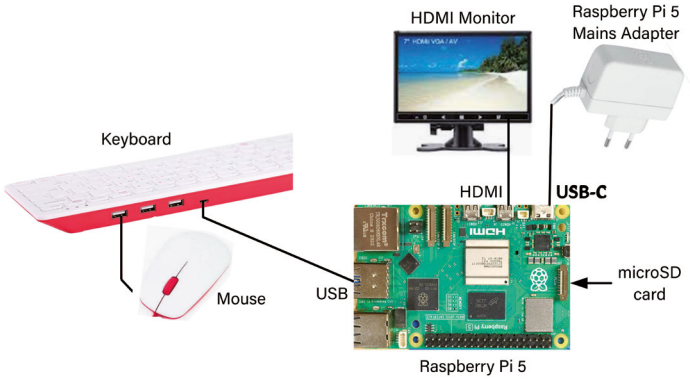

Figure 10.34 The author's Raspberry Pi 5 setup. The mouse connects to the keyboard, but it can also be connected to the Raspberry Pi directly.
The pre-installed Raspberry Pi operating system is available in various microSD cards sizes. In this section, we will use a 32 GB microSD card. Additionally, an HDMI-compatible monitor, a keyboard, and a mouse are needed. The author's hardware setup is shown in Figure 10.34.
- Connect all the devices as in Figure 10.34.